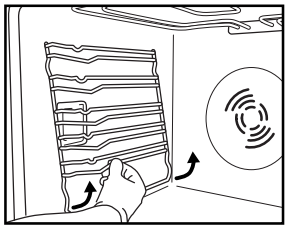

Fig. 3
1. Avlägsna tillbehörens guideskenor (Fig. 3).
2. Avlägsna tillbehörens guideskenor, om sådana finns (Fig. 3).